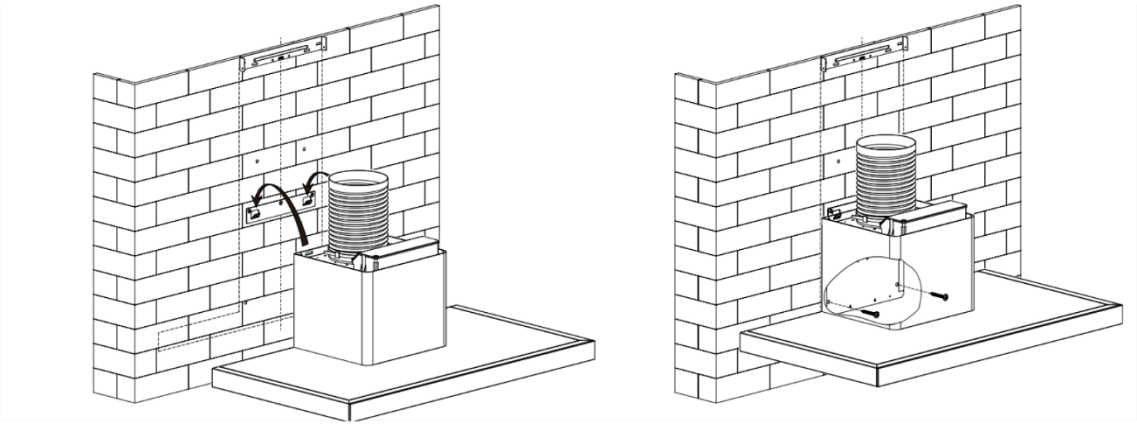

Figura 6
5. Coloque la campana extractora en el gancho. Retire el filtro, utilice 2 tornillos ST4*30 mm para fijar la campana extractora y, a continuación, vuelva a instalar el filtro. Consulte la figura 6.